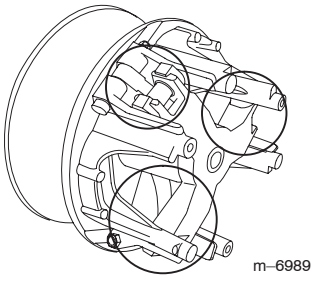

Figura 39
5. Lubrificate le parti in movimento nelle zone contrassegnate da un cerchio nella Figura 39, utilizzando l'aerosol lubrificante a secco Toro (Dry Lubricant Spray) reperibile dal rivenditore o distributore autorizzato Toro di zona.